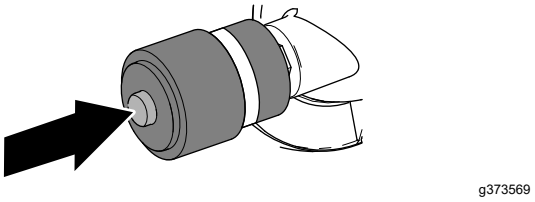

**Figuur 80**
1. Als er een rode band op de onderhoudsindicator verschijnt, moet u op de resetknop aan het uiteinde van de indicator drukken (Figuur 80).